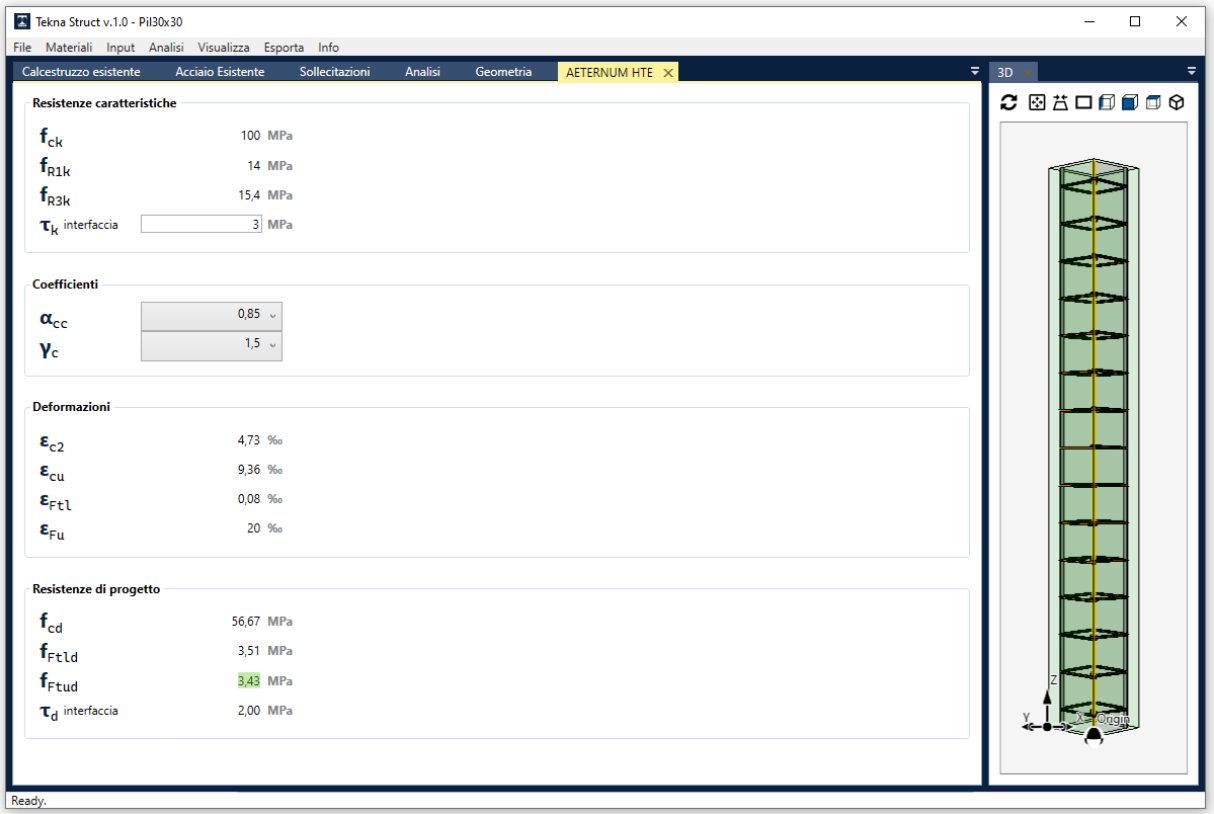

Fig. 17 – Menu AETERNUM HTE
- parametri per il microcalcestruzzo fibrorinforzato AETERNUM HTE (Fig. 17): in questo caso all'utente è permessa la modifica del valore τ_k della resistenza all'interfaccia (per le verifiche dello scorrimento